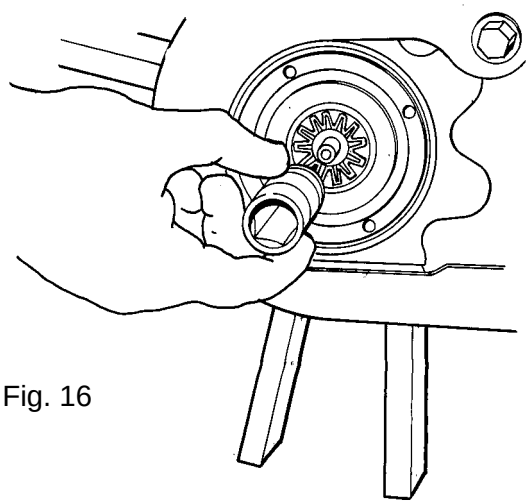

Fig. 16
p) Fit the disc springs **one by one** in the safety sprocket by means of a sleeve, see fig. 16.
q) Fit the washer (8) and nut (9).